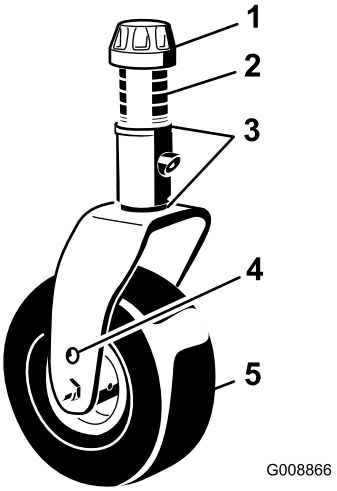

Figuur 18
3. Verwijder de klemkap van de spilas (Figuur 18) en schuif de as uit de zwenkwielarm. Plaats de twee opvulstukken (3 mm) op de spilas zoals zij oorspronkelijk zijn geplaatst. Deze opvulstukken zijn nodig om ervoor te zorgen dat de maaidekken over de gehele breedte horizontaal staan. Schuif het benodigde aantal afstandsstukken van 13 mm (raadpleeg onderstaande tabel) op de spilas om de gewenste maaihoogte te bereiken; schuif daarna de klemring op de as.